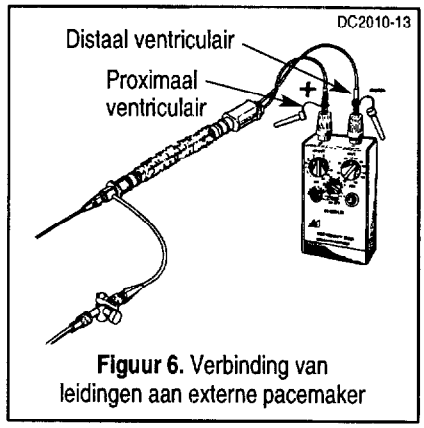

Figuur 6. Verbinding van leidingen aan externe pacemaker
7. Verbind de distale en proximale elektroden met resp. de negatieve en positieve pacemakerterminals (Figuur 6) en bepaal de pacingdrempel. Een drempel van 1,0 tot 2,0 mA wijst doorgaans op een goede plaatsing van de elektrode. Een initiële drempel groter dan 5 mA wijst op een onjuiste plaatsing van de sonde, mogelijk in de RV-outflow tract. De sonde verschillende cm terugtrekken en in de RV-apex herpositioneren. De beste pacing-drempels worden verkregen met de sonde ongeveer 5 cm uit de RV-poort. Als de sonde minder dan 3 cm uitsteekt kan doorgaans geen stabiele pacing worden verkregen.